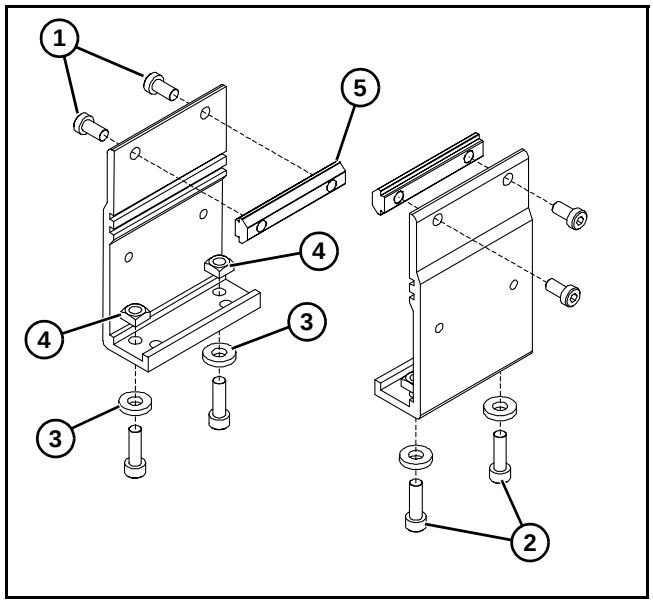
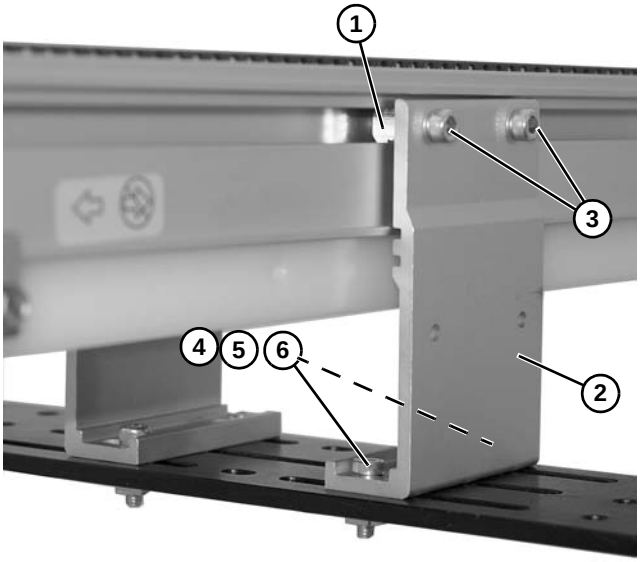

Figure 10
Figure 11
1. Localiser les supports. Ils sont illustrés sur la vue éclatée de la Figure 10.
2. Retirer les vis **(Figure 10, élément 1 et 2)**, les rondelles **(Figure 10, élément 3)**, les écrous **(Figure 10, élément 4)** et les barres en T **(Figure 10, élément 5)** des supports.
3. Insérer les barrettes en T **(Figure 10, élément 5)** dans les encoches latérales du convoyeur **(Figure 11, élément 1)**. Fixer les supports **(Figure 11, élément 2)** sur le convoyeur à l'aide des vis **(Figure 11, élément 3)**.
4. Fixer les supports à l'aide des vis **(Figure 11, élément 4)**, des rondelles **(Figure 11, élément 5)** et des écrous **(Figure 11, élément 6)**.
5. Serrer les vis **(Figure 11, élément 3 et 4)** au couple de 7 N.m.